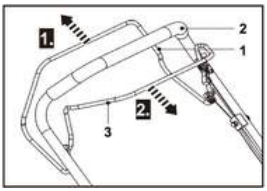

rys. 24
1. Zwolnij dźwignię napędu własnego (1), aby wyłączyć funkcję napędu (rys. 24, krok 1).
2. Zwolnij dźwignię hamulca (3), aby zatrzymać silnik i nóż (rys. 24, krok 2).